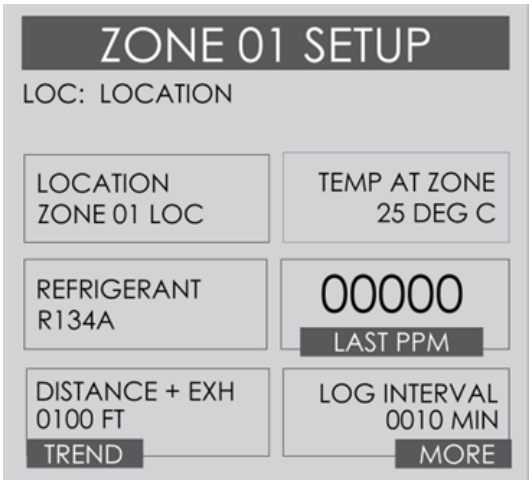

Figure 26 Zone Setup Screen #1
1. Restart the monitor by either (a) cycling the power, or (b) pressing the CPU reset switch on the main printed circuit board (see Figure 26).